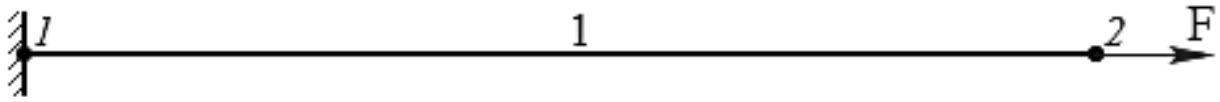

Рисунок 6.2 – Схема стержня к заданию 1
1. Дан жестко заделанный стержень (рисунок 6.2). К его концу приложена сила $\boldsymbol{F} = 15$, Н. Определить реакцию связей в жесткой заделке, построить эпюру продольных сил $\boldsymbol{N}$, Н.